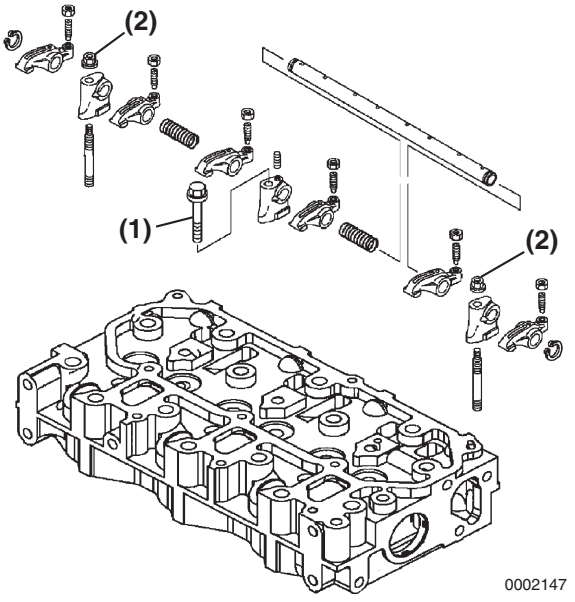

Figure 6-4
1. Remove the bolts **(Figure 6-4, (1))** and nuts **(Figure 6-4, (2))** that retain the rocker arm shaft supports.